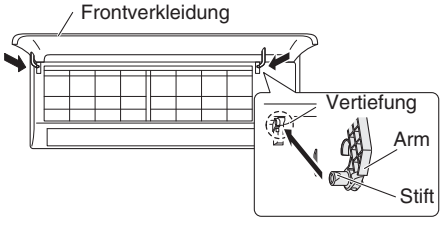

Abb. 3-17
(1) Das Gitter bei auf den Rahmen ausgerichteter Oberkante waagrecht bewegen und oben und unten in den Rahmen einhängen.
(2) Das Gitter fest mit der Hand andrücken um sicherzustellen, dass es eng am Rahmen anliegt.
(3) Die sechs Schrauben anziehen. Außerdem die entfernten Abdeckungen wieder anbringen.
(4) Die Frontverkleidung an beiden Seiten nahe den Frontverkleidungsarmen fassen und so halten, dass die annähernd waagrecht ist. Die Armachsen nach außen drücken, so dass sie die Oberseite der Aufnahmen an der rechten und linken Seite des Klimageräts berühren. Danach fest drücken, bis die Armachsen mit einem Klicken einrasten. (Abb. 3-17)
(5) Die untere Klappe wieder anbringen.